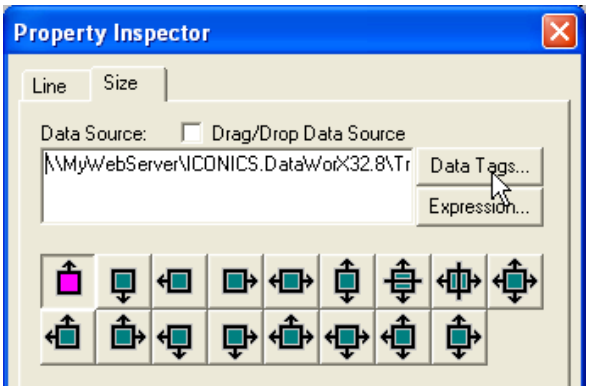

Figure L8.25: Editing the Data Source of a Process Point
2. Select the tank level size dynamic for **Tank1,** edit the symbol, and double click the cut away object to open the **Property Inspector**. Select the **Size** tab and click the **Data Tags** button to edit the data source as shown in **Figure L8.25.**